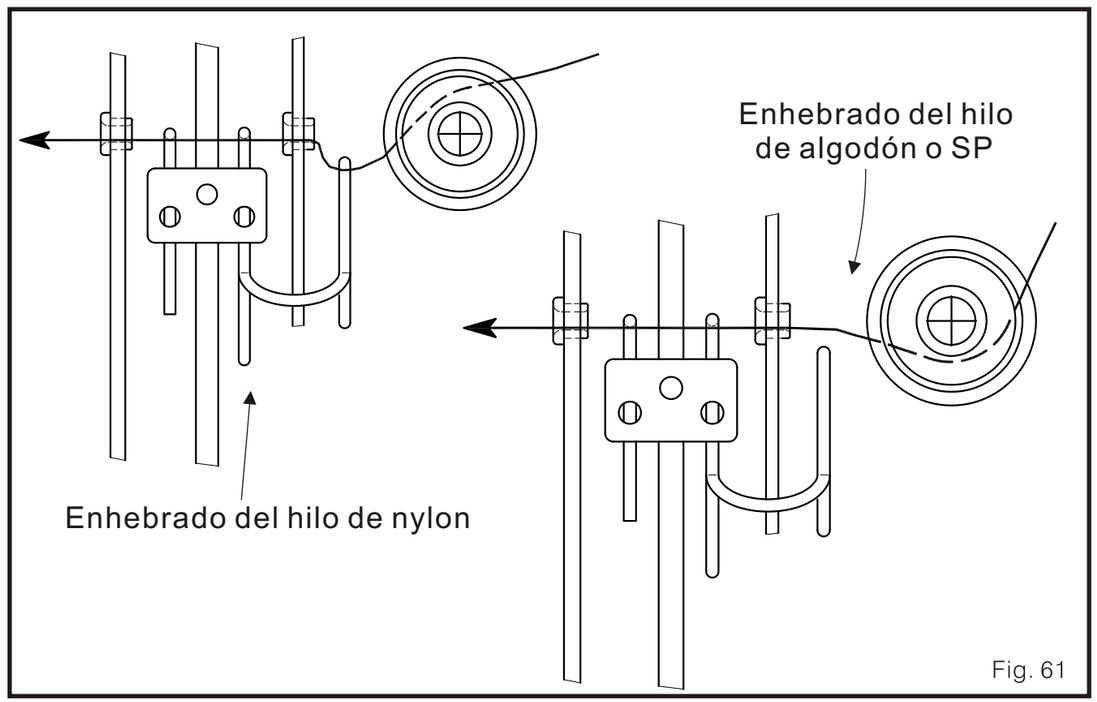

Fig. 61
6. Si el hilo de la tela del bucleadores de algodón, SP o nylon. El enhebrado será como se indica en el siguiente cuadro (Fig. 61)